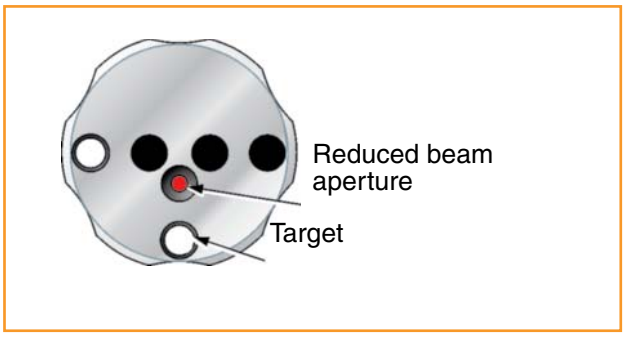

Figure 14
3. Rotate the laser shutter so that the laser is outputting a reduced diameter beam as shown in Figure 14. The smaller diameter beam makes it easier to see any misalignment.